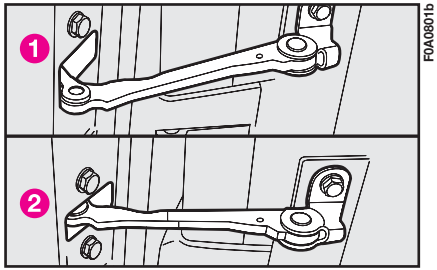

fig. 117b
Veiller à ne pas déplacer le tirant de son siège; en cas de déplacement accidentel ❶ **fig. 117b**, le remettre dans la position correcte ❷ **fig. 117b**.